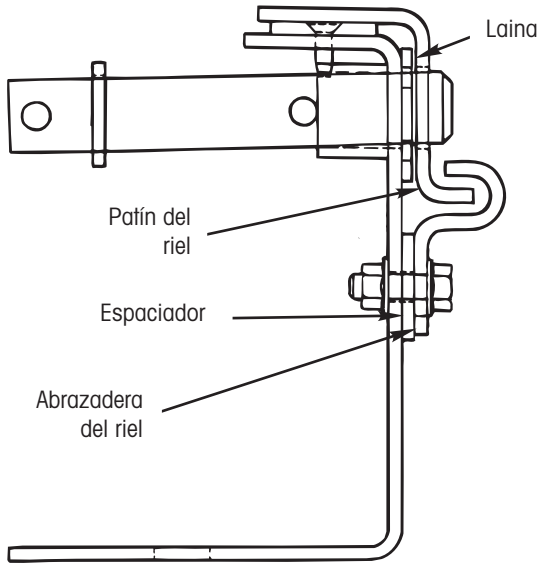

Figura 66. Instalación correcta de la abrazadera del riel
8. Coloque las abrazaderas del riel encima de los patines del riel (Figura 66) y apriete la tornillería de las abrazaderas de los rieles al valor de torque recomendado en el Apéndice.